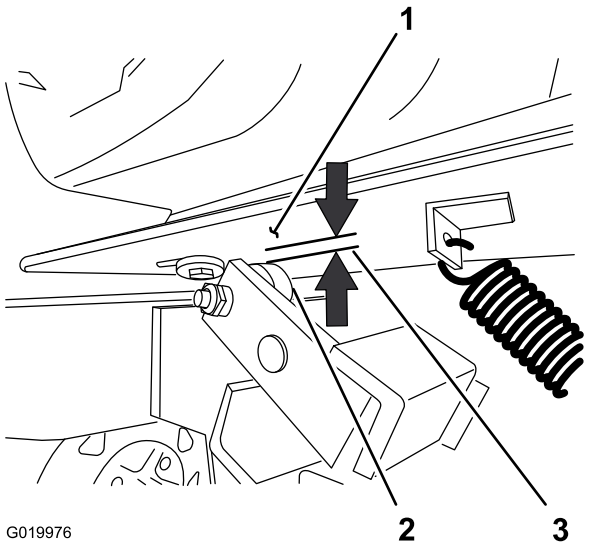

Figure 68
2. Mesurez l'entrefer entre le plancher moteur et le rouleau sur l'embrayage (Figure 68).